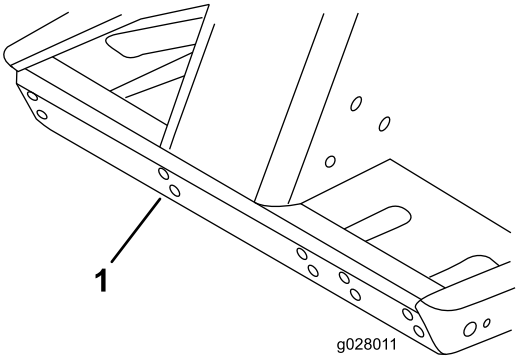

Figur 14
1. Montera monteringsfästet på traktorenhetens framsida med hjälp av monteringshålen i Figur 14.